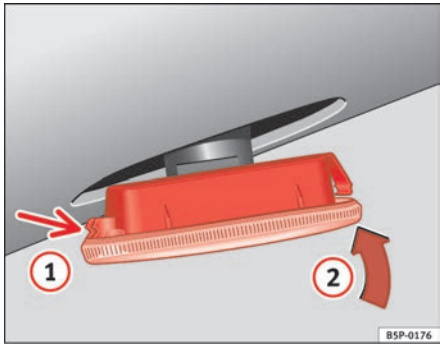

Fig. 195 Side indicator
- First place the indicator in the opening in the bodywork, fixing the tabs ⇒ fig. 195, arrow (1).
- Insert the lamp as shown by the arrow (2) ⇒ fig. 195. ■